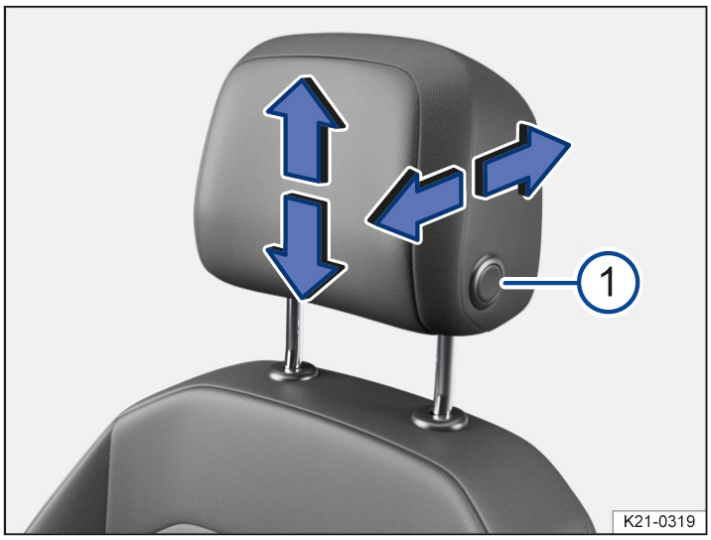

Fig. 3 Adjusting the front head restraint with forward/backward adjustment (general example).
1. Push the head restraint forward in the direction of the arrow or, keeping the button→ *fig. 3* (1) pressed, push the head restraint backward.